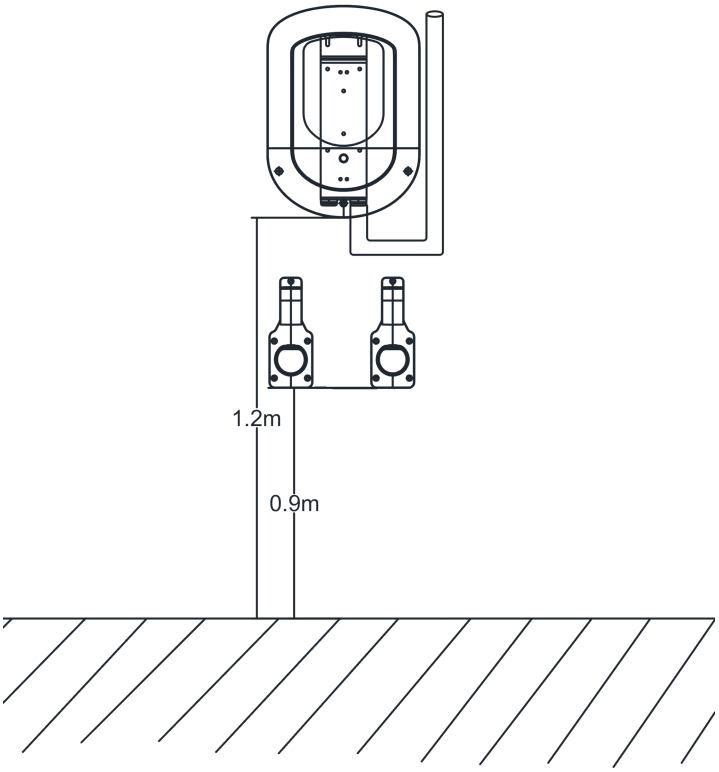

图 16
3、最后用一组 16mm^{2}的电线套上 PVC 管从配电箱接入充电桩机箱内，并连接设备对应的接线端子，如图 16。